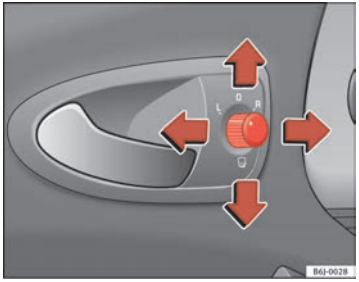

Fig. 64 Controls of exterior mirrors
1. Turn knob ⇒ fig. 64 to position **L** (**left exterior mirror**).
– Turn the control ⇒ page 100, fig. 64 to position to fold in the exterior mirrors. You should always fold in the exterior mirrors if you are driving through an automatic car wash. This will help prevent damage.